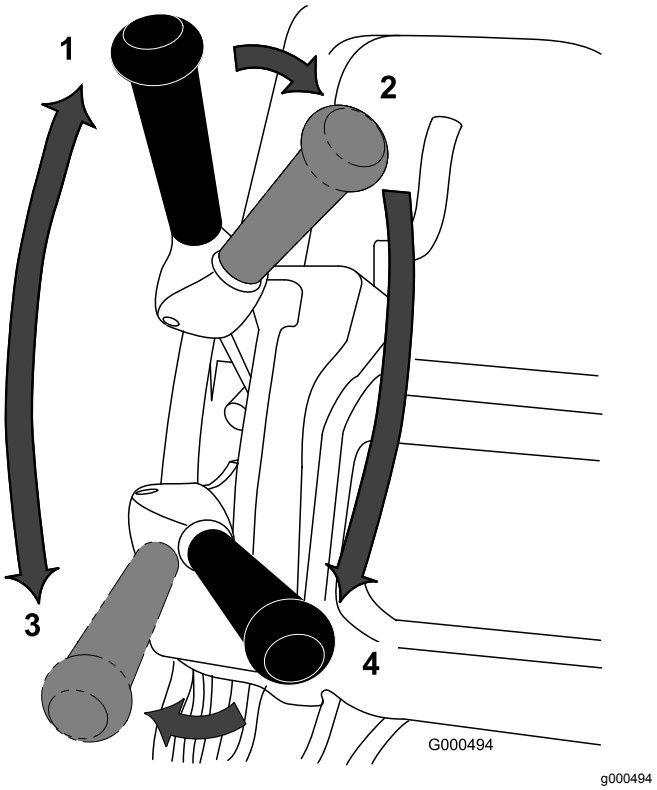

Figur 23
1. Starta motorn, ställ in gasreglaget på minskad hastighet, tryck ned handtaget för att höja klippenheten, tryck ned förarkontrollen, för hjul- och cylinderdrivningsspaken till FRAMÅT-läget och kör maskinen till greenens kant (Figur 23).
2. För spaken till NEUTRALLÄGET (Figur 23).
3. För spaken till läget Körning –NEUTRALLÄGE och Cylinderdrivning –KOPPLA UR läge (Figur 23).
4. För spaken till läget Körning – FRAMÅT och Cylinderdrivning – KOPPLA IN (Figur 23), öka gaspådraget tills maskinen färdas i önskad hastighet, kör maskinen till greenområdet, sänk ned klippenheten och påbörja arbetet.